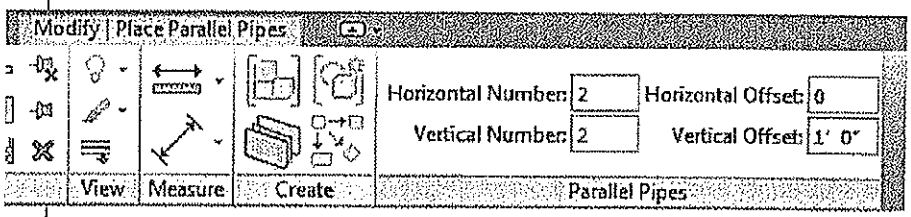

Figure 9–14
4. Hover the cursor over the existing piping, as shown in Figure 9–15, and press <Tab> to select the existing run.